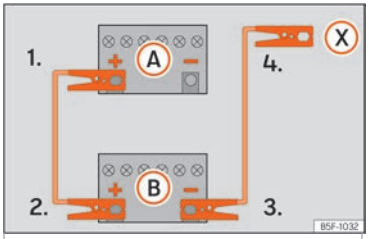

Fig. 49 Schéma de branchement pour les véhicules non équipés du système Start-Stop.
2. Raccordez une extrémité du câble de démarrage *rouge* au pôle positif (+) du véhicule dont la batterie est déchargée (A) ››› fig. 49.
3. Raccordez l'autre extrémité du câble de démarrage *rouge* à la borne positive (+) du véhicule fournissant le courant (B).
4a. *Sur les véhicules sans système Start-Stop :* raccordez une extrémité du câble d'urgence *noir* à la borne négative (–) du véhicule fournissant le courant (B) ››› fig. 49.